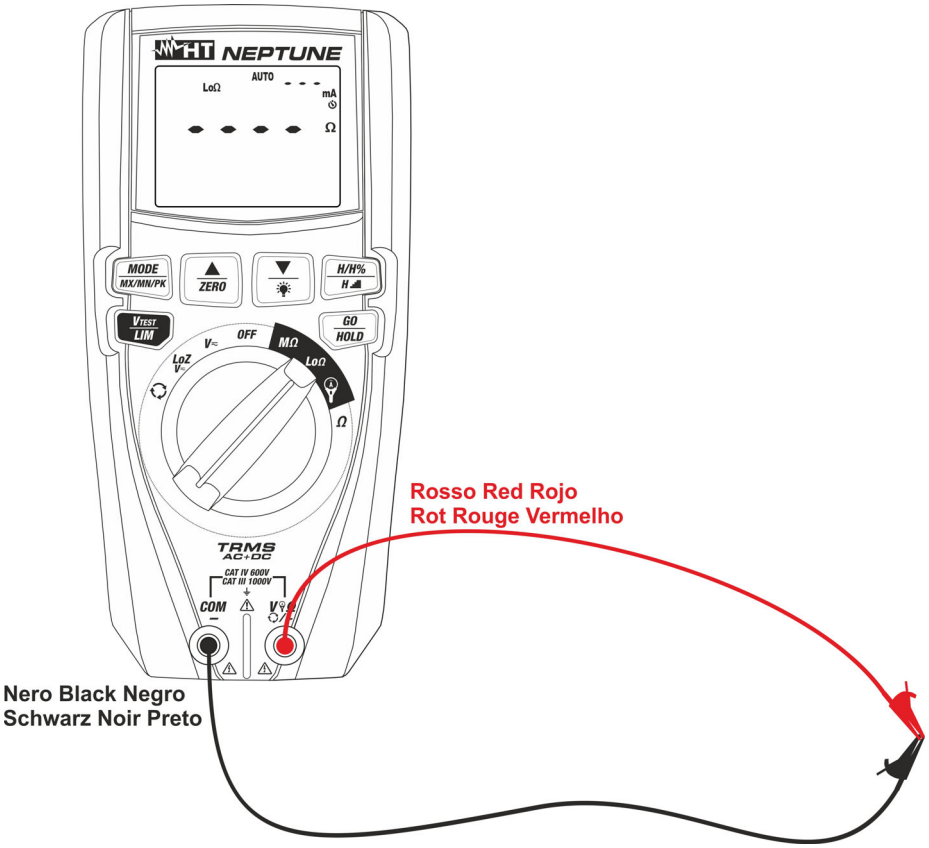

Fig. 32: Conexión de los cables en función compensación
2. Inserte los cables de medida en los terminales de entrada **VΩ/+** y **COM/–**, conecte los terminales de cocodrilo y cortocircuite los extremos de los cables entre sí (ver la Fig. 32)